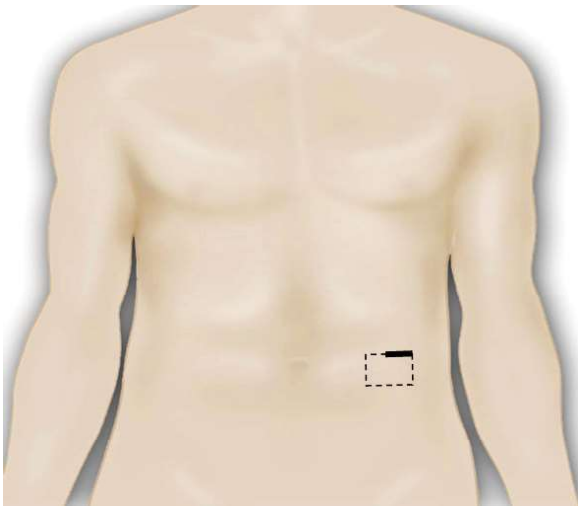

Figura 7 Incisión en la piel (línea continua) y bolsillo subcutáneo para el GPI (línea discontinua)
Determine el sitio en el que se implantará el GPI. Hable al respecto con el paciente para asegurarse de que se sienta cómodo con la ubicación del dispositivo y la cicatriz de la intervención en relación con el sueño, la postura y la exposición. Se recomienda hacer una incisión horizontal de 4,0 cm a nivel del borde superior del ombligo (figura 7). Marque el área quirúrgica antes de proceder con el lavado y la preparación del paciente previos al procedimiento.
2. Realice la incisión a lo largo de la marca en la piel trazada antes (figura 7).